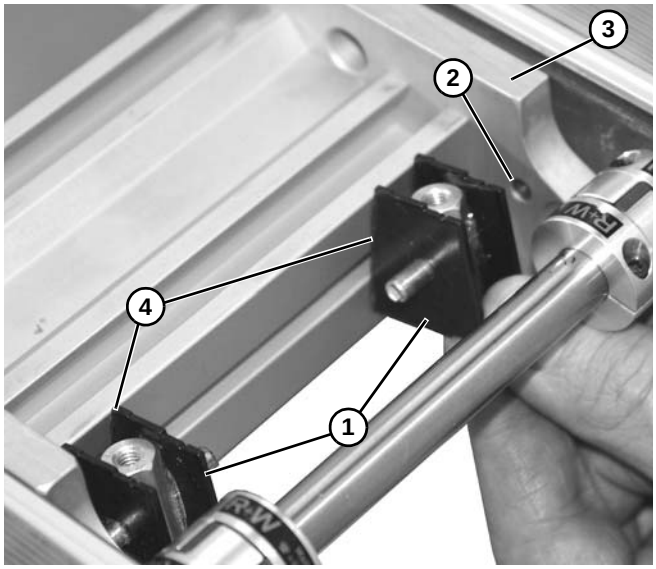

Abbildung 30
11. Stift der Schutzplatte **(Abbildung 30, Teil 1)** in das Loch **(Abbildung 30, Teil 2)** auf jeder Seite des Spurrohrs **(Abbildung 30, Teil 3)** einbauen.
*Stift der Schutzplatte **(Abbildung 30, Teil 1)** mit Versatzwinkel **(Abbildung 30, Teil 4)**, der zum Spurrohr **(Abbildung 30, Teil 3)** zeigt.*